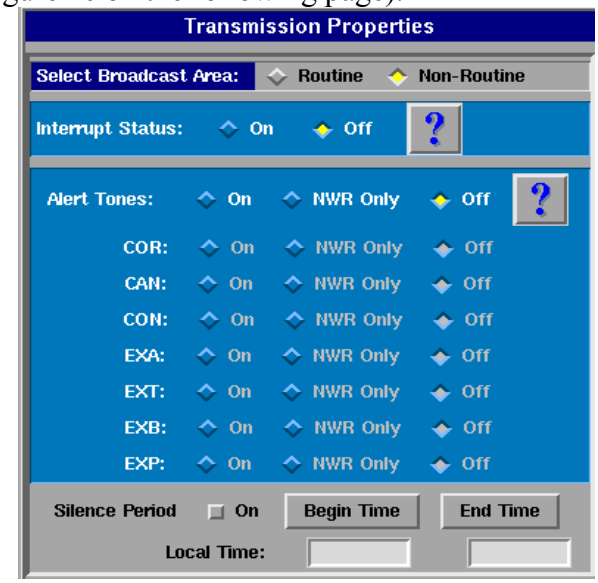

Figure 4c – non-routine BSA color background
o) For all products, you can toggle between the settings for your routine BSA and your non-routine BSA listening areas. Click the radio button between the two to switch between them. When you are configuring your non-routine BSA settings, the background of this section will switch from grey to an aqua-blue (Figure 4c on the following page).